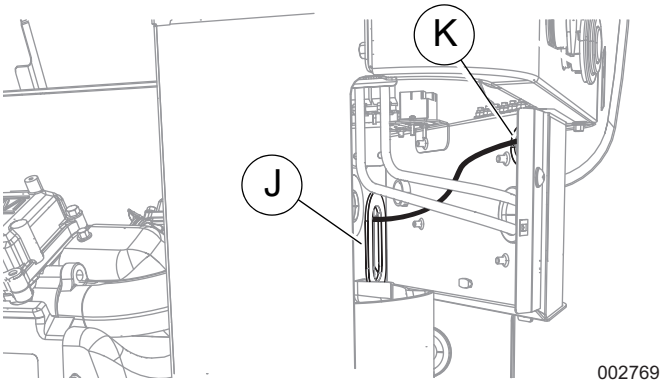

Рисунок 11. Подвод проводов к клиентскому соединению (11–22 кВт)
6. Протяните подводящие провода через изолирующую втулку жгута (J) в разделительной панели двигателя.
7. См. *Рисунок 11*. Работая внутри заборного кожуха, проложите подводящие провода через изолирующую втулку панели клиентских соединений (K). Зафиксируйте все провода с помощью пластиковых стяжек на расстоянии как минимум 1 см (0,5 дюйма) от топливных шлангов.